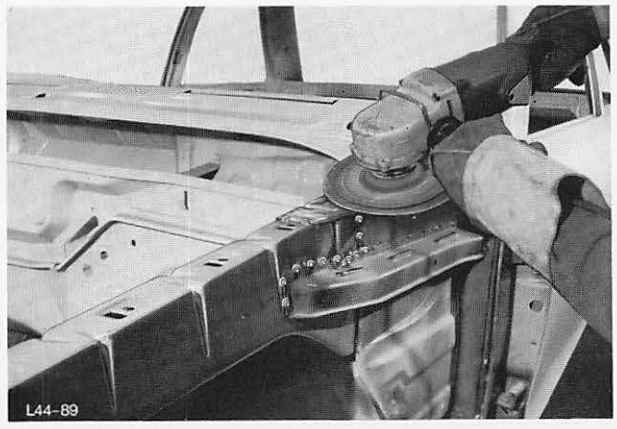

Abb. 114 Schweißstellen verputzen
23. Schweißstellen verputzen, Abb. 114.